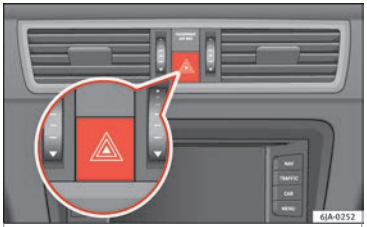

Fig. 135 Instrument panel: switch for hazard warning lights.
– Press the button ›› Fig. 135 to switch the hazard warning lights on or off.